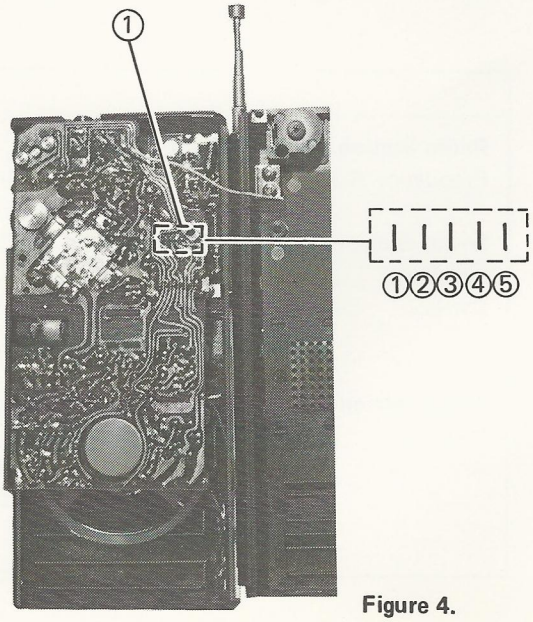

Figure 4.
MAIN P.C. BOARD REMOVAL (Figure 4.)
5. Test loop.— a coil of any size wire with one turn or more. (AM)
7. 75 ohm dummy antenna. (FM)
NOTE: When proceeding adjustment with the Radio P.C. Board separating from the Clock P.C. Board, ④ should be connected to ⑤. (See figure 4.)